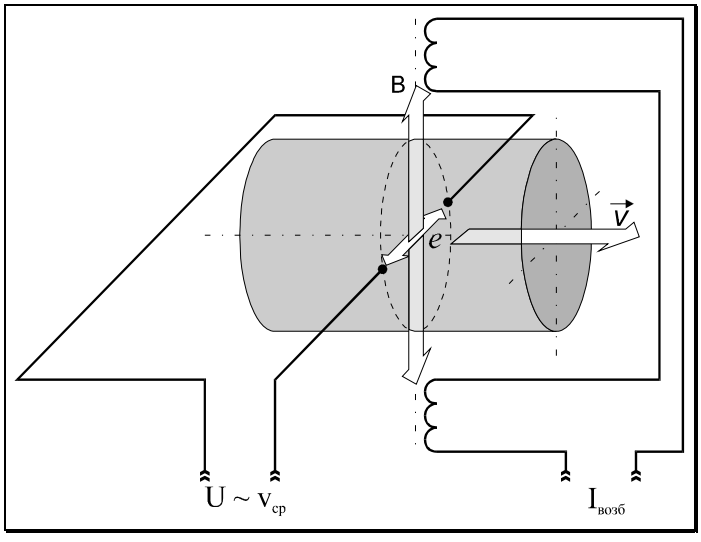

Рисунок 1 — Принцип работы электромагнитного первичного преобразователя (датчика) расхода
1.2.2.2 Принцип действия датчиков расхода РМ-5-Т основан на явлении электромагнитной индукции. При прохождении электропроводящей жидкости через магнитное поле в ней, как в движущемся проводнике, наводится электродвижущая сила (ЭДС), пропорциональная средней по сечению проточной части датчика расхода скорости жидкости (рисунок 1). ЭДС снимается двумя электродами, расположенными диаметрально противоположно в одном поперечном сечении заподлицо с её внутренней поверхностью. Сигнал от электродов по экранированному кабелю подается на вход электронного блока, обеспечивающего его дальнейшую обработку.